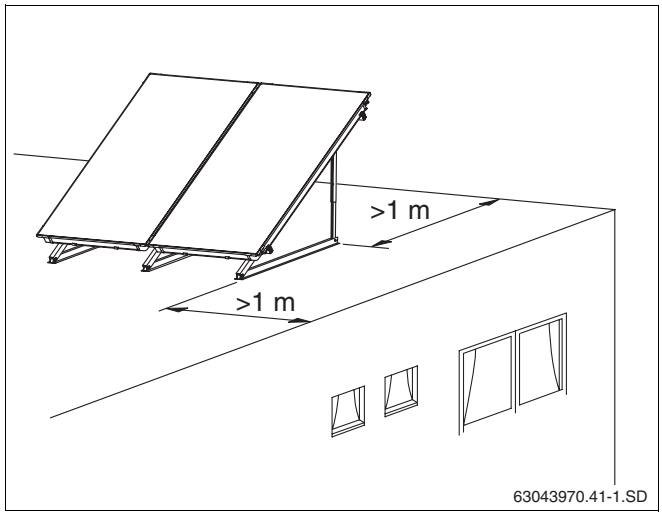

Rys. 15 Odstęp od krawędzi dachu
- Przed przystąpieniem do montażu należy przewidzieć przynajmniej jednometrowy odstęp między stojakami do montażu na dachach płaskich a krawędzią dachu płaskiego (rys. 15).